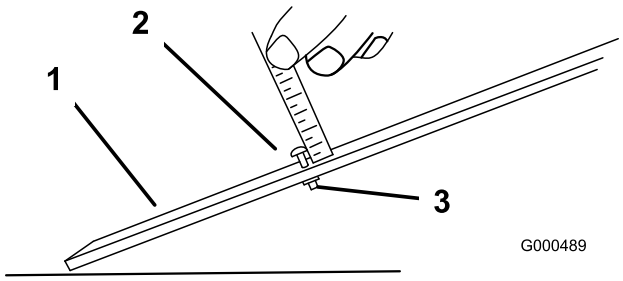

Figur 42
3. Løsn møtrikken på målestangen (Figur 42), og indstil justeringsskruen på den ønskede klippehøjde. Afstanden mellem skruehovedets bund og stangens flade udgør klippehøjden.